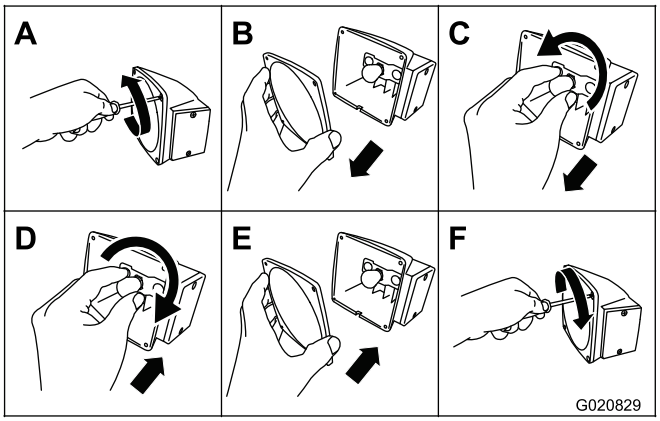

Figure 77
1. À l'aide d'un tournevis, retirez les 4 vis du grand verre carré sur le feu (Figure 77).
2. Déposez le verre (Figure 77).
3. Poussez sur l'ampoule et tournez-la dans le sens antihoraire pour la retirer de la douille (Figure 77).
4. Poussez une ampoule neuve 1157 dans la douille et tournez-la dans le sens horaire pour la bloquer en place (Figure 77).
5. Reposez le verre et les 4 vis (Figure 77).